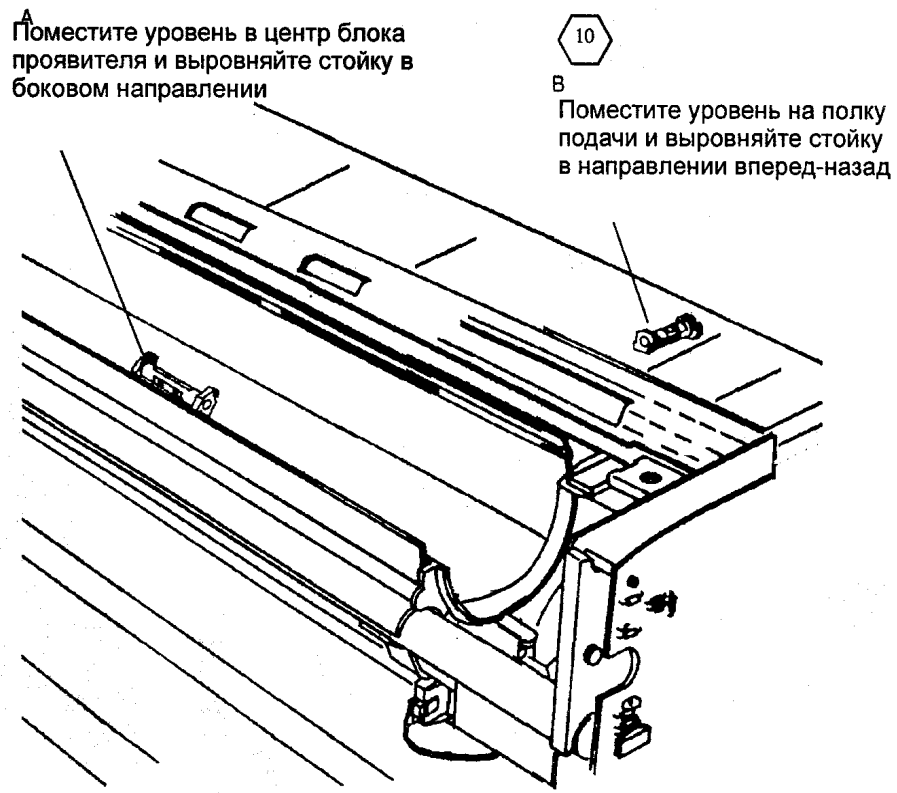

Рис. 18 Выравнивание аппарата
31. (РИС. 18): ВЫРОВНЯЙТЕ АППАРАТ.